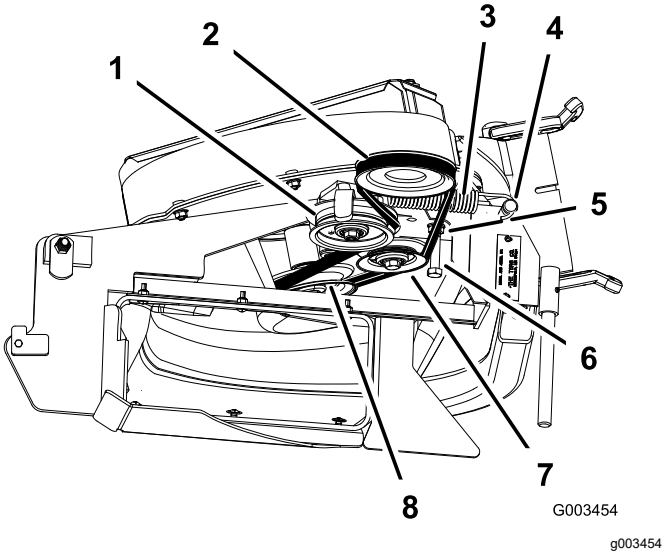

Figur 15
2. På maskiner på 122 cm og 132 cm skal bolten til remstyret løsnes (Figur 15).
3. Monter remmen omkring blæserremskiven og den faste styreremskive (Figur 15).